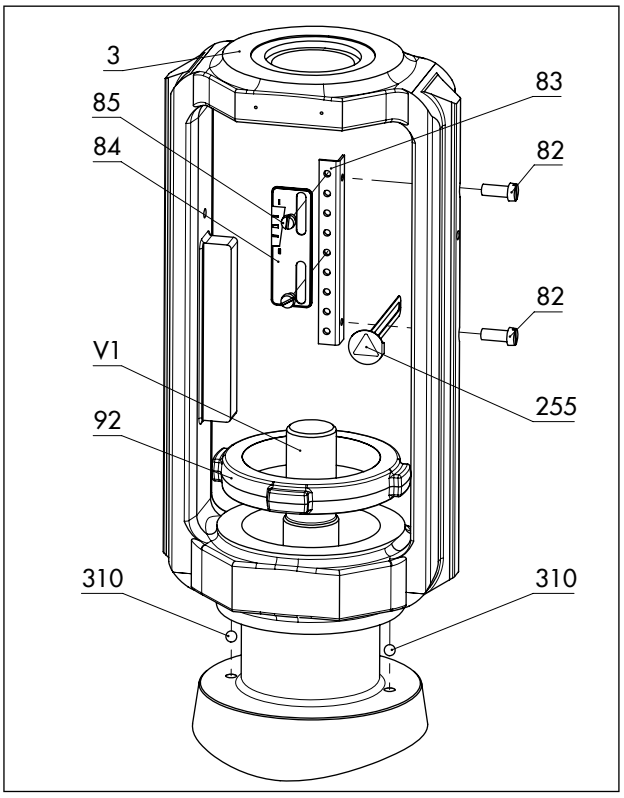
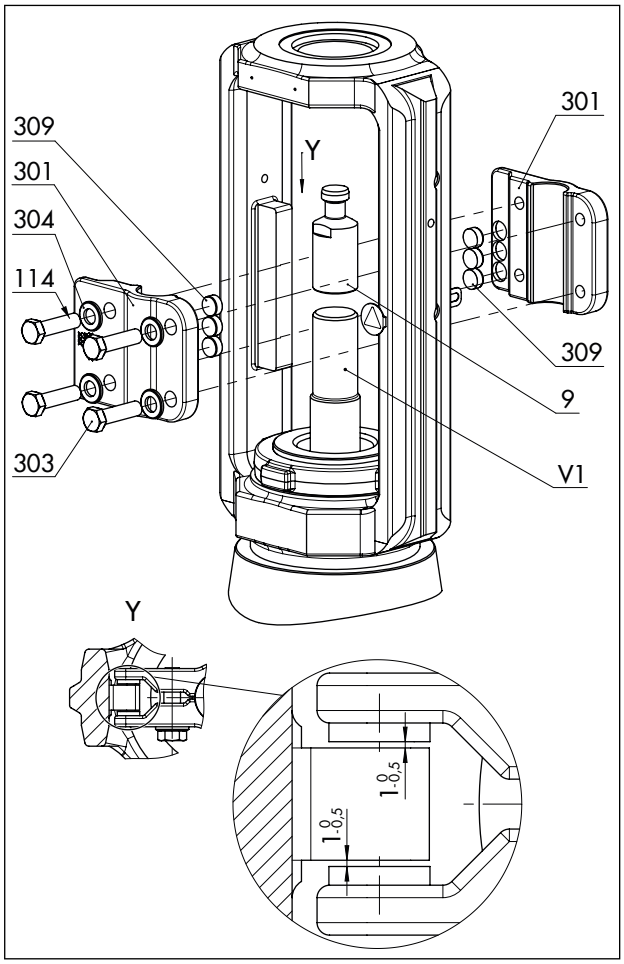

Bild 20: *Montageübersicht der Baugruppe Joch mit Hubschild in der Standardausführung*
Bild 21: *Montageübersicht der Verdrehsicherung in der Standardausführung*
Vgl. Bild 20 und Bild 21
- Zwischen den Gleitscheiben und ihrer Auflage am Joch ist ein nomineller Spalt zwischen 0,5 und 1 mm auf jeder Seite (vgl. Detail Y in Bild 21).